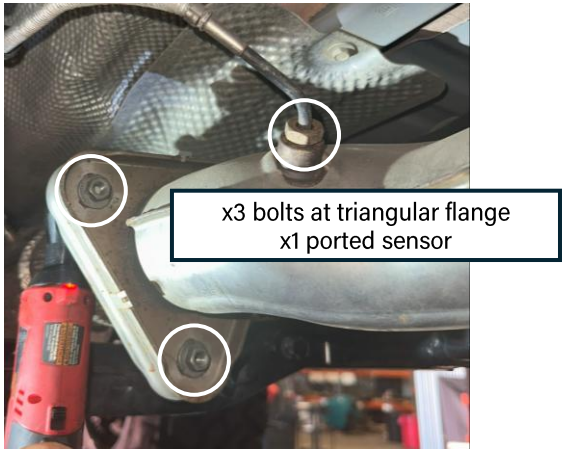

Figure 4a: Flange to be removed and sensor
- ❑ Unbolt the x3 nuts holding the exhaust flange at the rear section (Figure 4a)